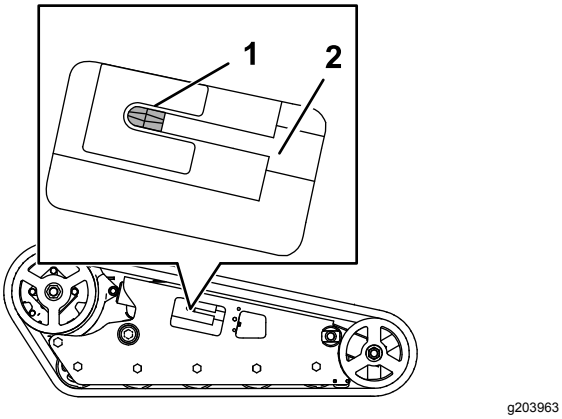

Rysunek 67
15. Obracaj śrubę napinającą w lewo, aż śruba napinająca zostanie odkręcona do końca (Rysunek 67).